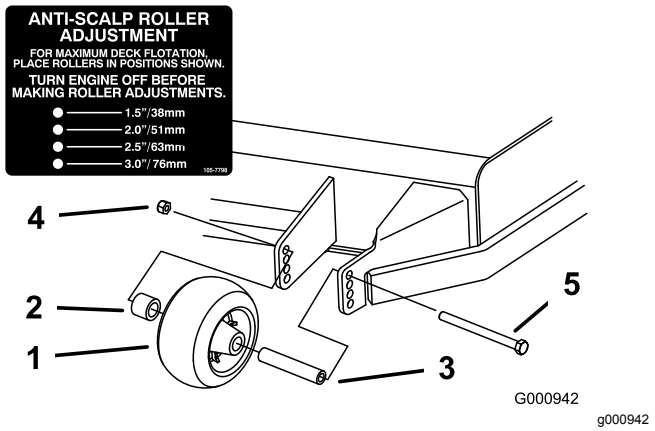
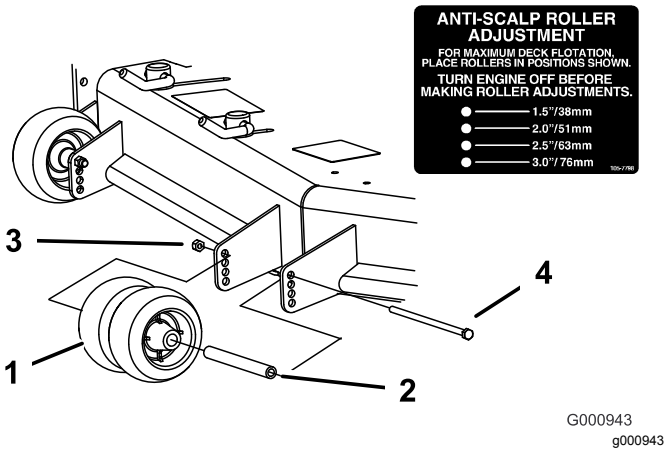
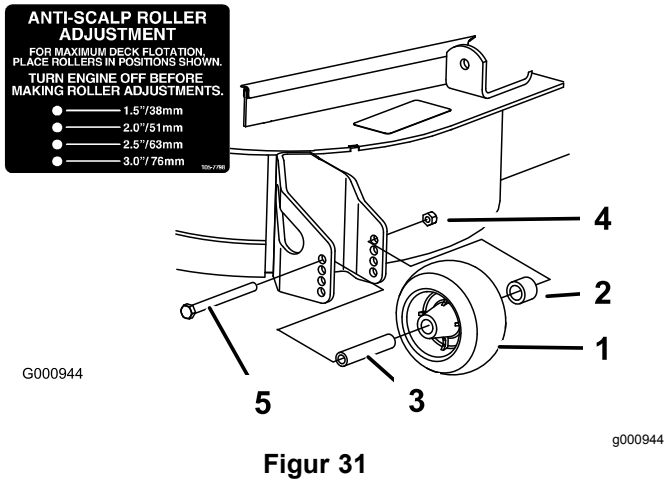

Figur 29
Figur 30
Figur 31
3. Juster antiskalperingsrullerne som vist i Figur 29, Figur 30 og Figur 31.